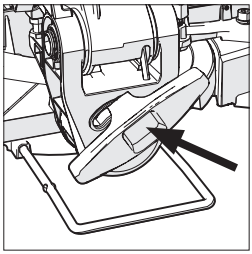

Fig. 22
- Afloje la palanca de bloqueo del bisel **(Fig. 22)**.